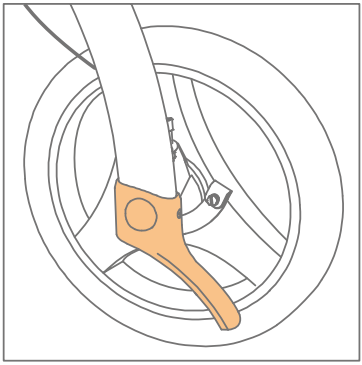
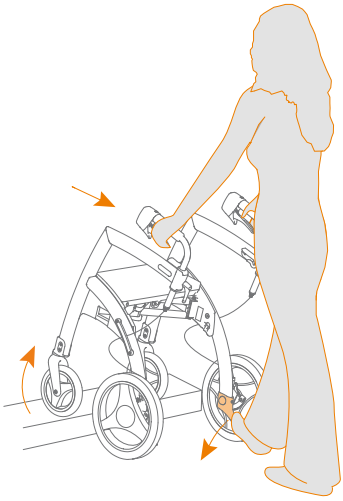

Figuur 24: Drempelhulp gebruiken.
Figuur 25: Stoep oplopen of drempel over.
b. Duw met uw linker- of rechtervoet de linker- of rechter drempelhulp **(Figuur 24)** naar beneden, terwijl u met uw handen de Rollz Motion naar achter trekt. De voorwielen komen zo van de grond. Duw nu de Rollz Motion naar voren totdat u met de voorwielen duidelijk op de stoep of over de drempel heen bent **(Figuur 25).**